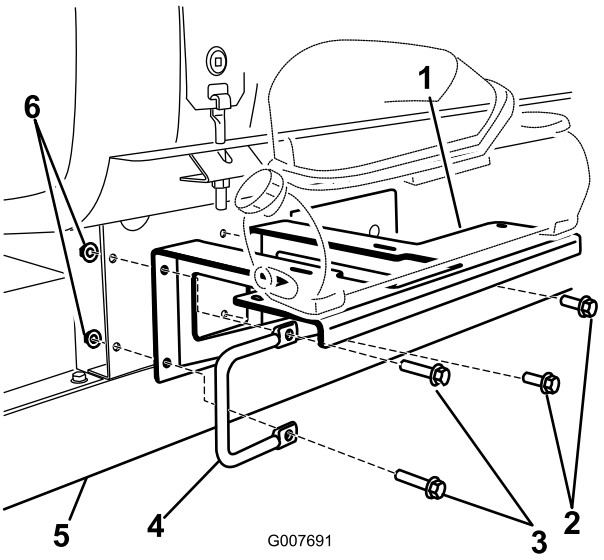

Figur 6
3. Montera fästet på ramen med två skruvar (3/8 x 1-1/4 tum), två brickor (3/8 tum), två flänsmuttrar (3/8 tum) som finns bland de lösa delarna samt det vänstra handtaget och de fästelement som du tidigare tog bort (Figur 6).